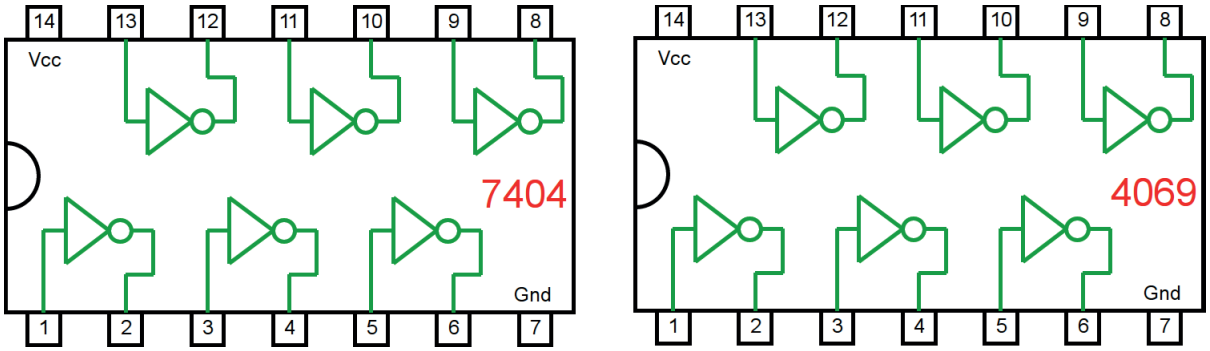

Figura 3.27 – Circuito Integrado TTL e CMOS.
5. Como pode ser visto na Figura 3.27, tanto o CI TTL 7404 quanto o CI CMOS 4063 contêm 6 portas INVERSORAS. Observe que a disposição interna dos inversores é a mesma para os dois tipos de CI.